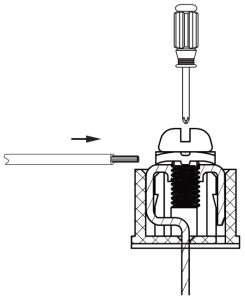

Fig. 39 —Connecting Communication Wire To Outdoor Unit Communication Terminal
3. Use a suitable screwdriver to fix the communication wire on the outdoor unit communication terminal as shown in Fig. 39.